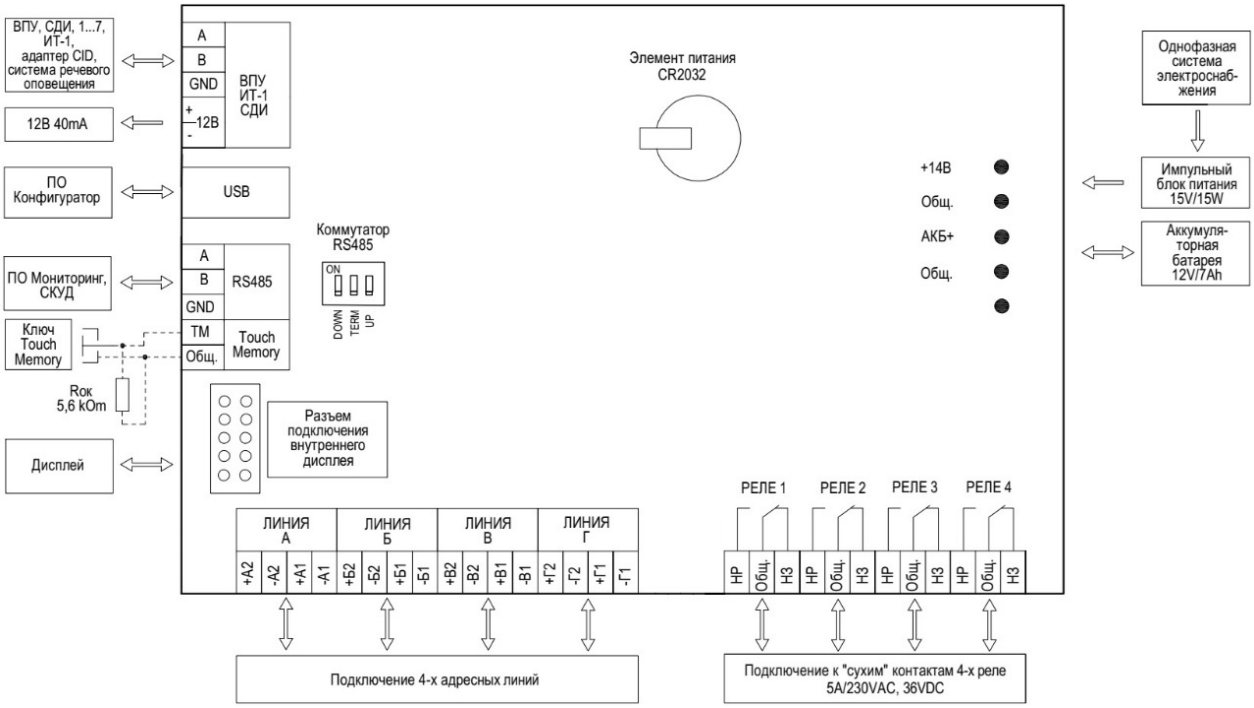

Рис. 3. Расположение клемм подключения на системной плате АПКП.
3.1.4. Расположение клемм на системной плате и их назначение показано на рис.3 и 4. Выходы реле программируются для передачи сообщений на ПЦН: "Неисправность", "Тревога", "Внимание", "Пожар" или других сообщений.